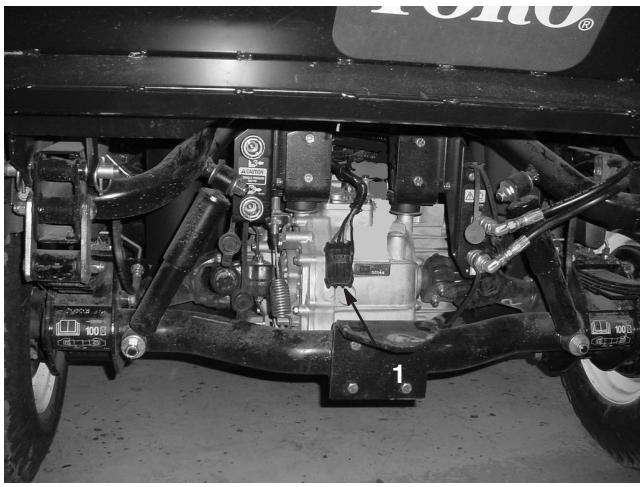

Figur 6
6. Før ledningsnettet om bag på maskinen som vist i figur 6.